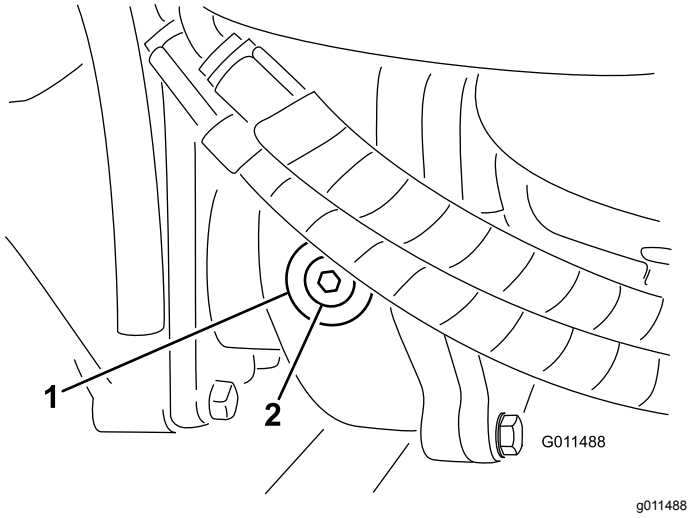

Figur 17
2. Fjern kontrol/påfyldningsproppen fra venstre side af gearkassen (Figur 17), og sørg for, at smøreoliestanden når op til bunden af hullet. Hvis oliestanden er lav, skal der hældes tilstrækkelig olie på, til at den når op til bunden af hullet.